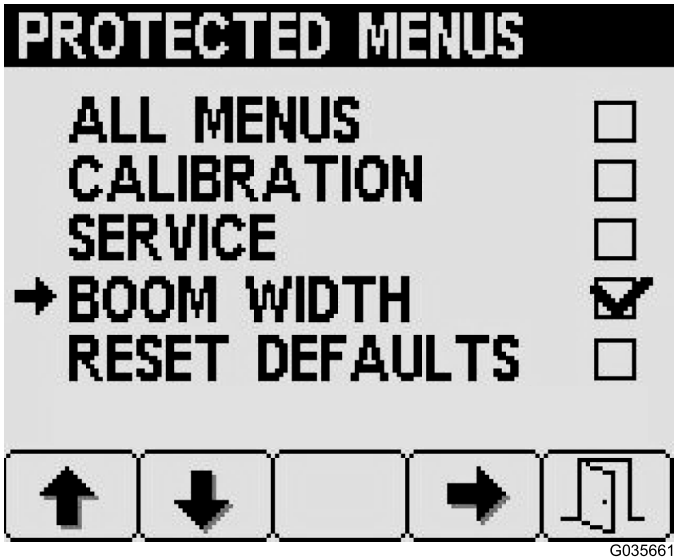

Figur 30
3. Tryk på knap fire for at vælge eller fravælge individuelle beskyttede menupunkter som vist i Figur 30.